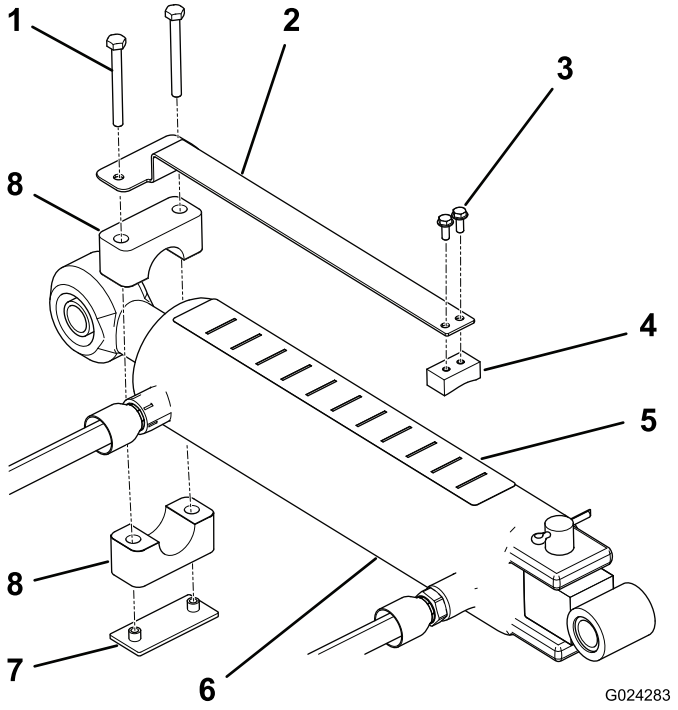

Figur 9
1. Monter dybdemåleren på glideblokkens flade side ved hjælp af to nr. 10 x 1/2 tommers maskinskruer, idet du placerer komponenterne som vist i Figur 9.
2. Brug rørklemmen, svejsepladen og to 1/4 x 2-1/2 tommers skruer til at montere dybdemåleren på topforbindelsescylinderens stangende (Figur 9). Sørg for, at klemmerne er tilstrækkeligt løse til, at de kan drejes til den ønskede position.
4. Sæt dybdemærkatet på toppen af cylinderen, så det er synligt for operatøren og ikke rører ved hydrauliske slanger eller andre forhindringer (Figur 9). Mærkatets ende med bogstavet "J" skal vendes mod dybdelufteren.